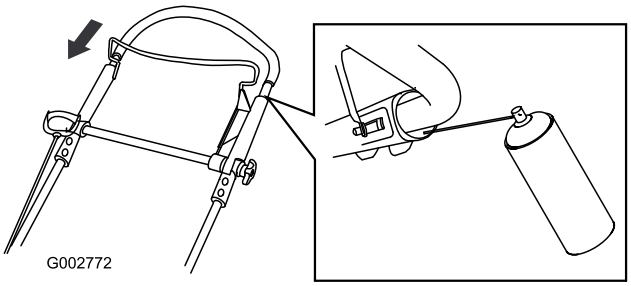

Figur 35
2. Tryck ner det övre handtaget helt och spreja plastinsidan på det yttre handtaget (Figur 35).